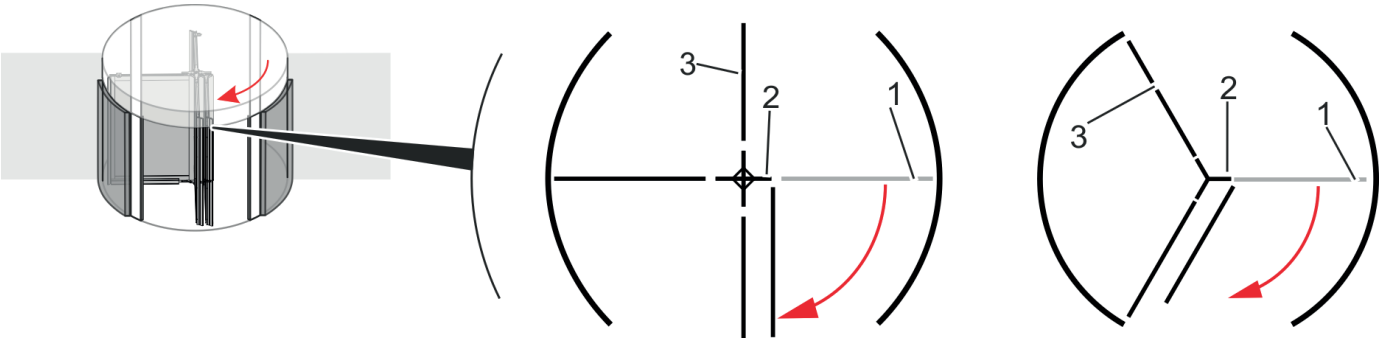

Abb. 14 Rabattre les vantaux sur les côtés (4 et 3 vantaux)
Aligner avec précaution le vantail (Abb. 14/1) à la main, comme indiqué dans la Abb. 14.
Maintenir le vantail du dessous dans l'entrée (Abb. 14/3) avec 1 personne.
4. Appuyer en poussant fermement sur le 1er vantail (Abb. 14/1).